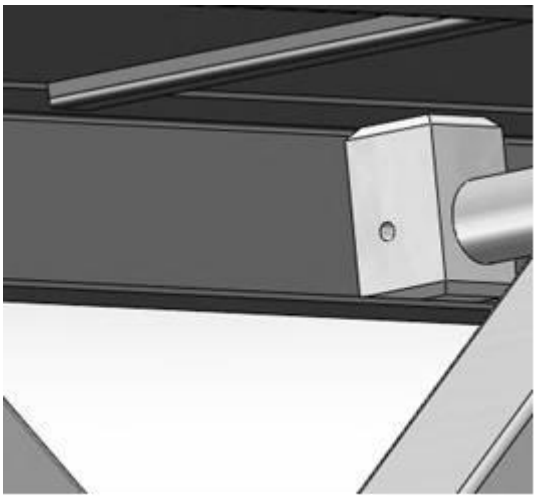

Рисунок 6-3. Верхняя направляющая
4. Нанесите слой смазки вдоль внутренней и верхней части верхней направляющей с обеих сторон вышки. См. Рис. 6-3, Верхняя направляющая.